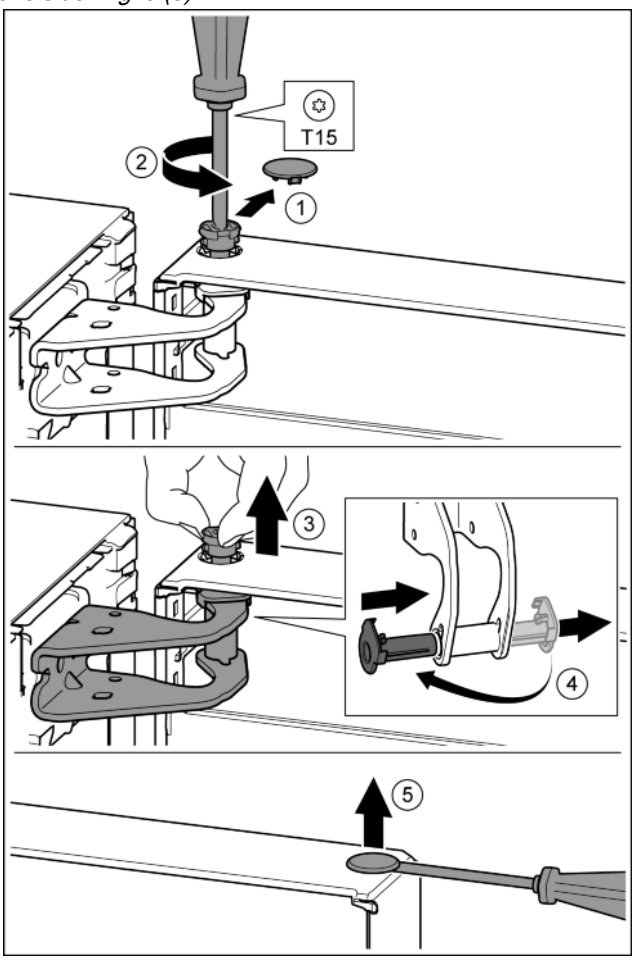

Fig. 10
▶ Carefully remove the protective cover. *Fig. 10 (1)*
▶ Undo the bolt a little with a T15 screwdriver. *Fig. 10 (2)*
▶ Hold the door and remove the bolts with your fingers. *Fig. 10 (3)*
▶ Pull the bearing bush out of the guide. Insert from the other side and click into place. *Fig. 10 (4)*
▶ Carefully lift the plugs out of the door bearing bush with a slotted screwdriver and remove. *Fig. 10 (5)*